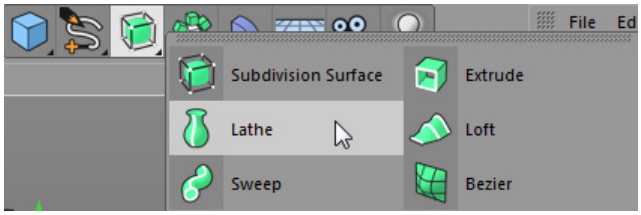
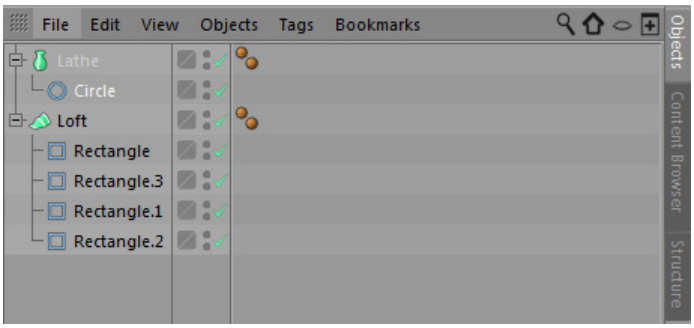

Figure 2-43 *Choosing **Lathe** from the flyout*
Figure 2-44 *Circle connected to Lathe in the Object Manager*
3. Press and hold the left mouse button on the **Subdivision Surface** tool in the Command Palette; a flyout is displayed. Choose the **Lathe** tool from the flyout, as shown in Figure 2-43; *Lathe* is added to the Object Manager, refer to Figure 2-44.
4. In the Object Manager, drag *Circle* and drop it on *Lathe*; *Circle* is connected to *Lathe*, as shown in Figure 2-44.